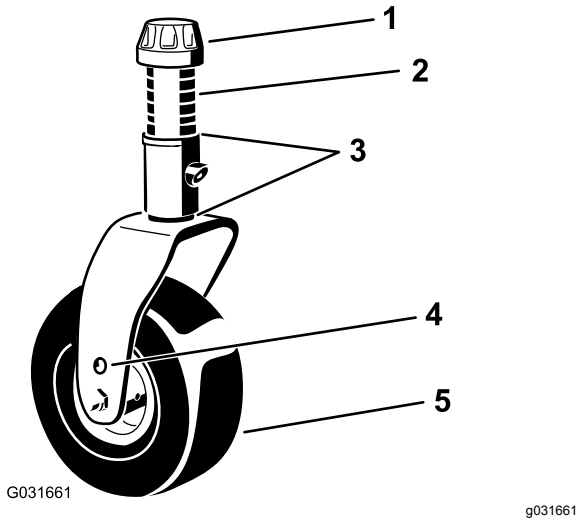
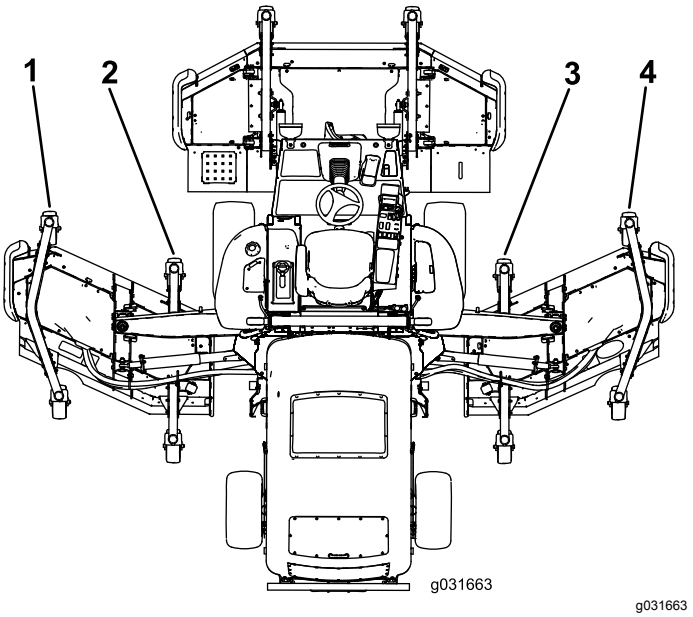

Figur 26
Figur 27
5. Hvis innerkanten på sideklippeenheten er for høy sammenliknet med ytterkanten på den fremre klippeenheten, fjern et mellomlegg fra nederst på den fremre indre styrearmen på sideklippeenheten (Figur 26 og Figur 27).
6. Hvis innerkanten fortsatt er for høy, fjern et mellomlegg til fra nederst på den fremre indre styrearmen på sideklippeenheten, og et mellomlegg fra den fremre ytre styrearmen på sideklippeenheten (Figur 26 og Figur 27).
nederst på den fremre indre styrearmen på sideklippeenheten (Figur 26 og Figur 27).